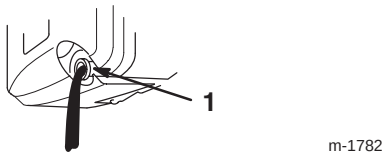

Figure 17
5. Tip the lawn mower onto its **left** side, allowing the oil to drain into the drain pan (Fig. 17).